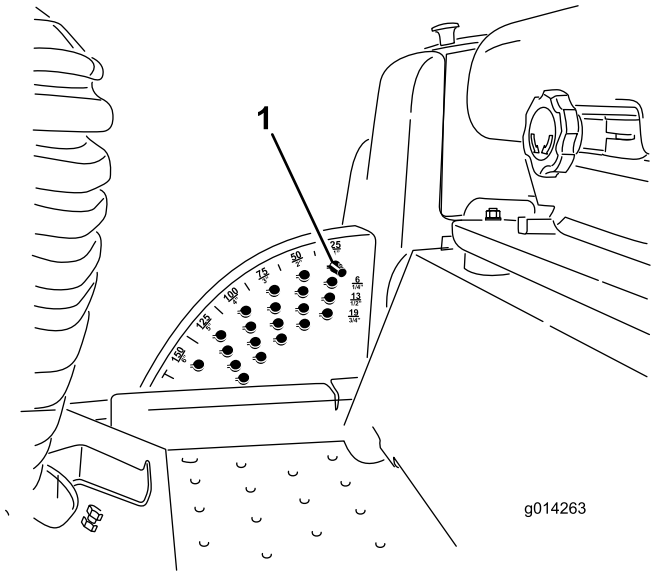

Figuur 16
Opmerking: Om het maaidek te vergrendelen in de opgeheven stand, moet u het maaidek boven de maaihoogtestand van 15 cm opheffen, de aanslagpen voor de maaihoogte verwijderen (zie Maaihoogte instellen) en de pen in de 15 cm stand plaatsen (Figuur 16).
1. Laat de motor lopen, druk de hefschakelaar naar achteren totdat het maaidek volledig is opgeheven, en **laat de schakelaar dan onmiddellijk los** (Figuur 16).
2. Om de maaihoogte in te stellen, moet u de aanslagpen draaien totdat de stomp ervan op een lijn staat met de gleuven in de openingen in de maaihoogtebeugel, en verwijderen (Figuur 16).
3. Kies de opening in de maaihoogtebeugel die correspondeert met de gewenste maaihoogtestand, en steek de pen daarin (Figuur 16).
Opmerking: Er zijn vier rijen met openingen (Figuur 16). In de bovenste rij vindt u de maaihoogte die staat aangegeven boven de pen. De tweede rij is voor de aangegeven maaihoogte plus 6 mm. De derde rij is voor de aangegeven maaihoogte plus 12 mm. De onderste rij is voor de aangegeven maaihoogte plus 18 mm. Voor de 15,8 cm is slechts één opening, die zich in de tweede rij bevindt. Hiermee wordt de 15,8 cm stand niet verhoogd.